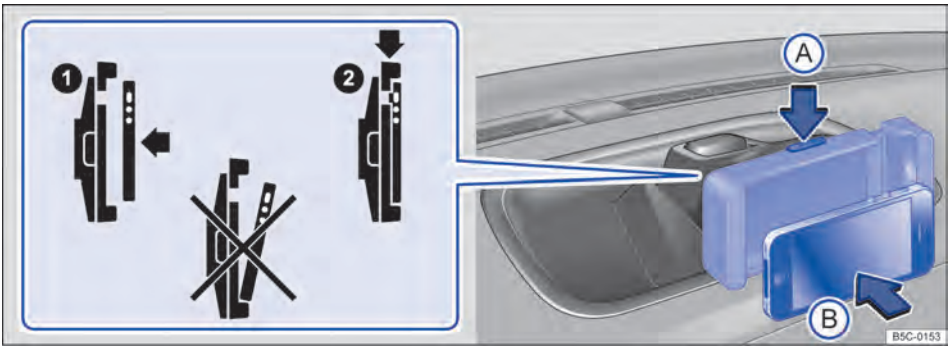

Fig. 155 No console central: instalar o iPhone.
- Com o botão de destravamento pressionado ⇒ Fig. 155 (Seta Ⓐ), instalar o iPhone no alojamento (Pfeil Ⓑ) ⇒ ⓘ.
- Com a outra mão pressionar o botão de destravamento ⇒ Fig. 155 (seta Ⓐ)até que seja possível remover o aparelho do alojamento.
- **Colocar o iPhone sempre de forma reta no suporte de iPhone portátil ⇒ Fig. 155. Se o iPhone for colocado de forma inclinada, as conexões elétricas do iPhone e do suporte portátil para iPhone podem ficar danificadas.**